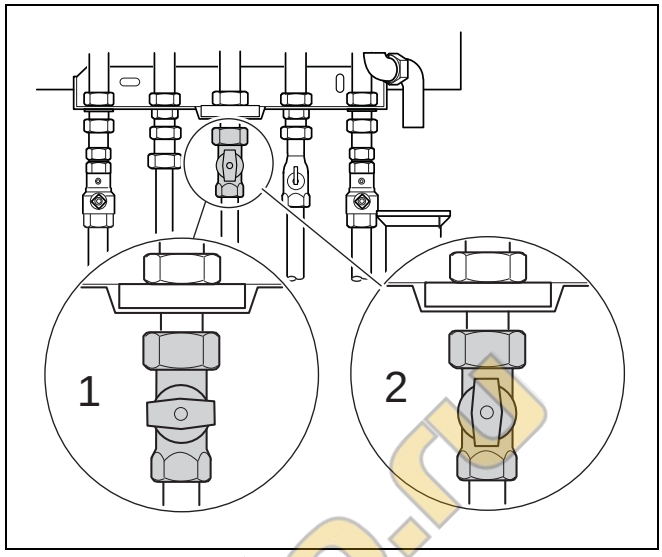

Рис. 27 Газовый кран
- Закройте газовый кран (→ рис. 27, [1]).
- Откройте газовый кран (→ рис. 27, [2]).
- Закройте газовый кран под котлом (→ рис. 27, [1]).